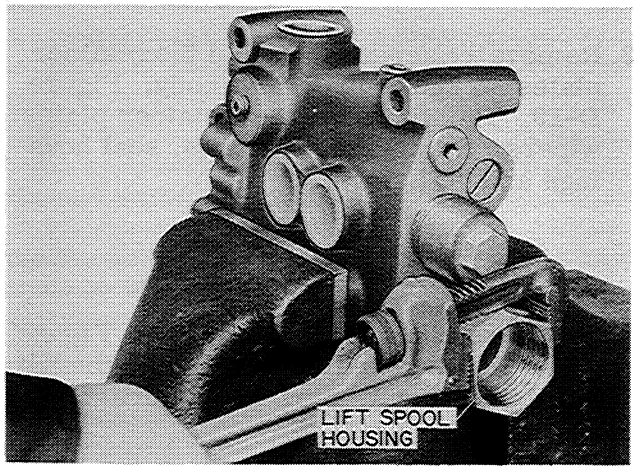

Figure D-16
3. With the Lift Spool removed you can now remove the spool housing, Figure D-16. Use either a 2-1/8" wrench or pipe wrench as shown in Figure D-16.